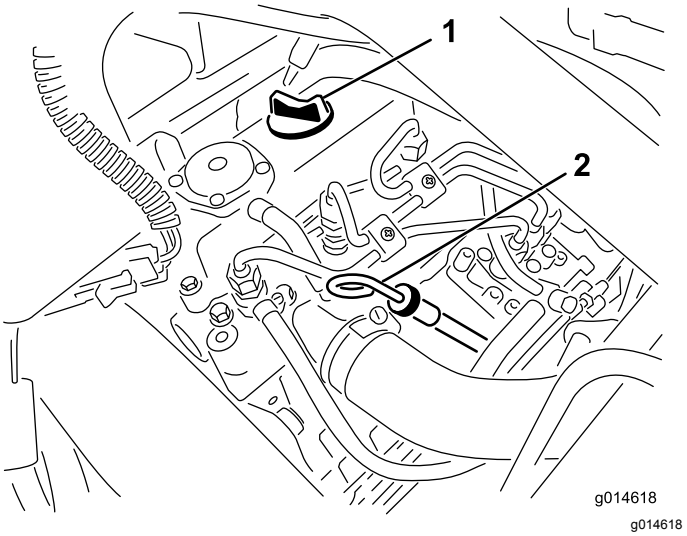

**Rysunek 28**
2. Wyjmij wskaźnik poziomu i wytrzyj go czystą szmatką (Rysunek 28). Wsuń wskaźnik poziomu